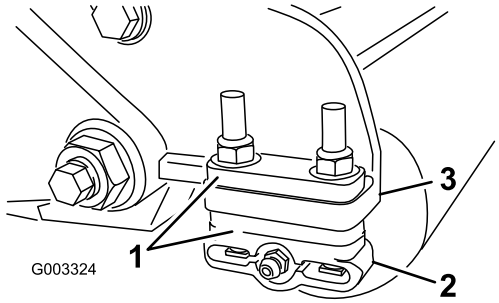

Rysunek 14
1. Wyreguluj uchwyty tylnej rolki (Rysunek 14) na pożądany zakres wysokości cięcia poprzez umieszczenie niezbędnej liczby podkładek dystansowych pod kołnierz montażowy płyty bocznej (Rysunek 14) zgodnie z tabelą wysokości koszenia.